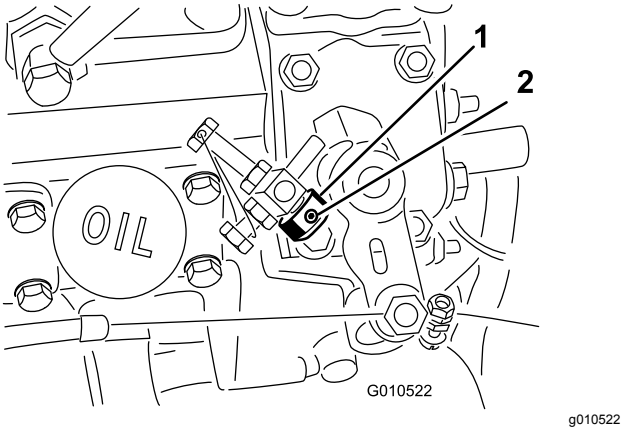

Rysunek 7
1. Poluzuj śrubę ustalającą na ograniczniku przepustnicy (Rysunek 7).
2. Nasuń ogranicznik przepustnicy na śrubę ogranicznika wysokich obrotów biegu jałowego (Rysunek 7). Sfazowany koniec ogranicznika przepustnicy należy umieścić na zewnątrz.